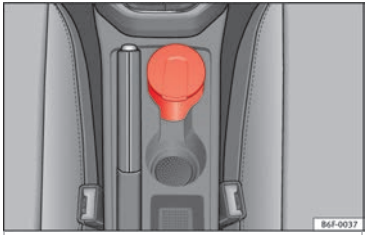

Fig. 161 Ashtray in the centre console.
- To open the ashtray, lift the cover ››› **Fig. 161**.